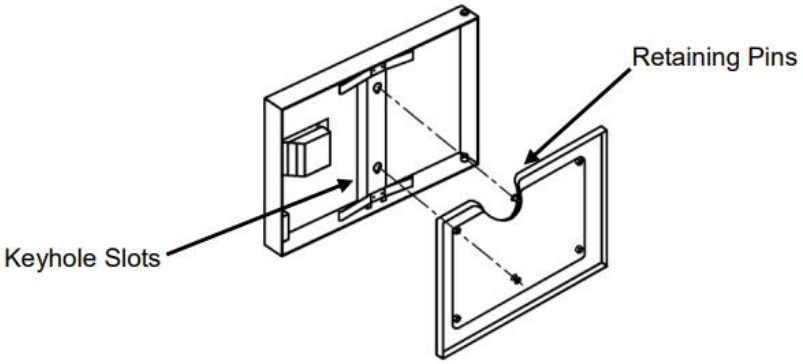

Figure 6-1
a. Remove the door gasket assembly (see Figure 6-1) by holding the gasket assembly at the sides and lifting up and away from the door.